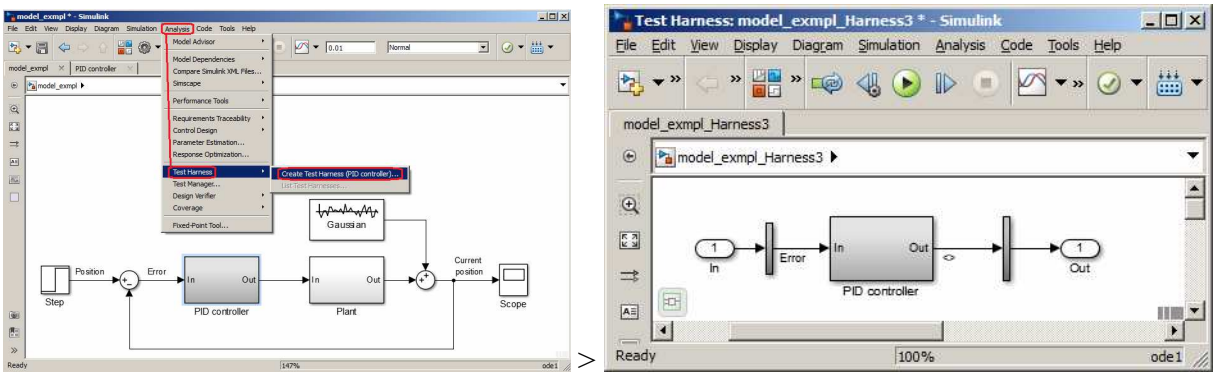

Рисунок 10. Перевод активной (выделенной) подсистемы **“**PID controller**”** модели (слева) в окно приложения Harness (справа).
2.2. Для перевода подсистемы модели в формат Harness ее необходимо активировать (выделить нажатием мыши) и, затем, ввести команду меню Analysis > Test Harness > **Create Test Harness**. Преобразование подсистемы “PID controller” показано на Рисунок 10.